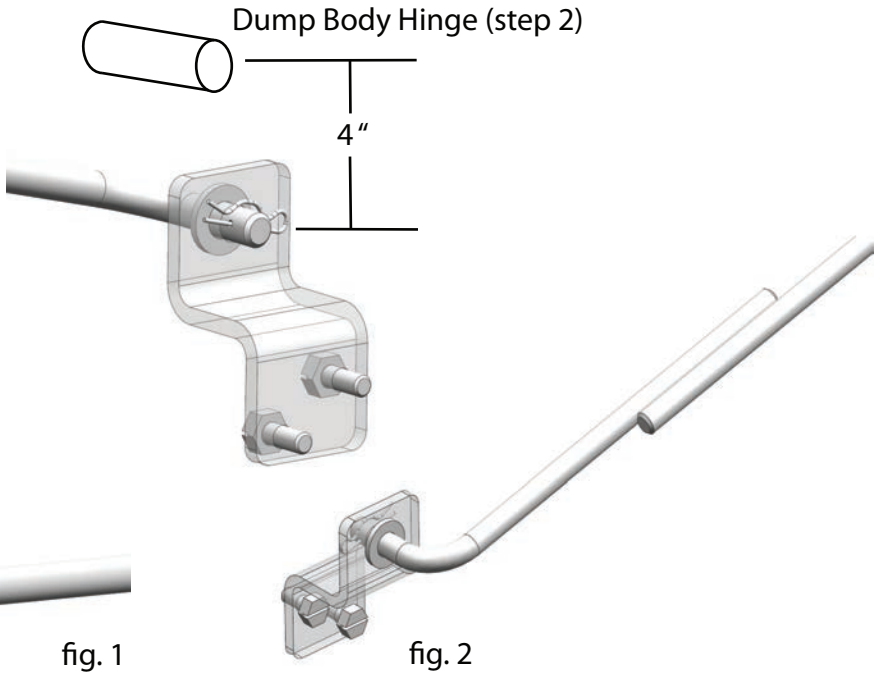

fig. 2
Step 2: Mount drive leveling bracket D-5738 to frame rail 4" below center of hinge. Weld or bolt in place (see fig 2)
Step 3: Connect D-5740 short leveling rod to drive leveling bracket with hair pin clip. Align both rods next to each other (see fig2) and weld togther.